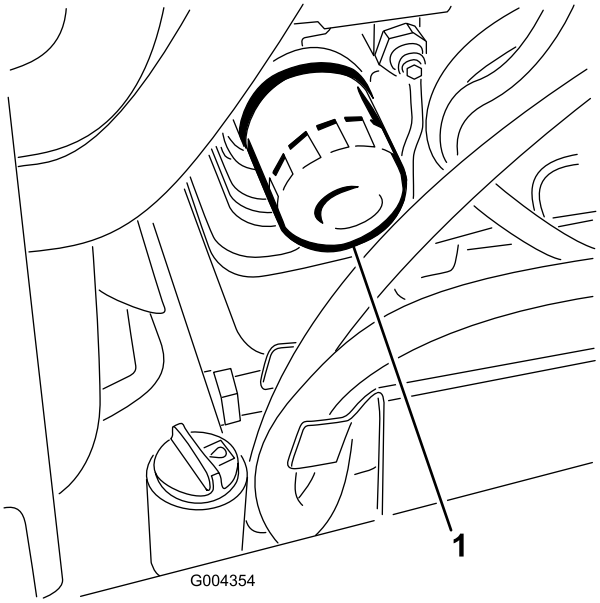

**Figur 35**
3. Ta bort det gamla filtret (Figur 35) och torka rent ytan på filteradapterpackningen.